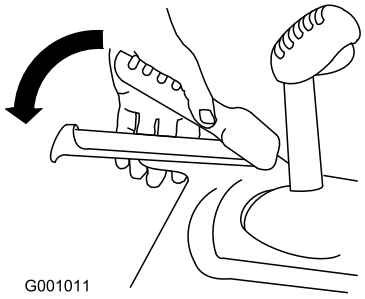

Figur 35
2. Aktivera hjuldrivningen och håll den på plats (Figur 35).